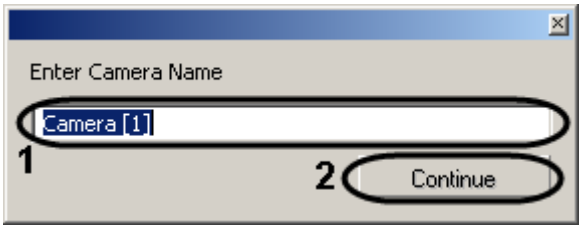

Figure 12.2-12. A dialog box for entering the device for recording export
The panel contains five control buttons (left to right on Figure 12.2-12): Fragment Back, Play, Pause, Stop, Fragment Forward, allowing to play, pause, stop and browse the fragments.
e. Enter the name of the device folder to save the recording to (Figure 12.2-12, 1), then click Continue (Figure 12.2-12, 2).